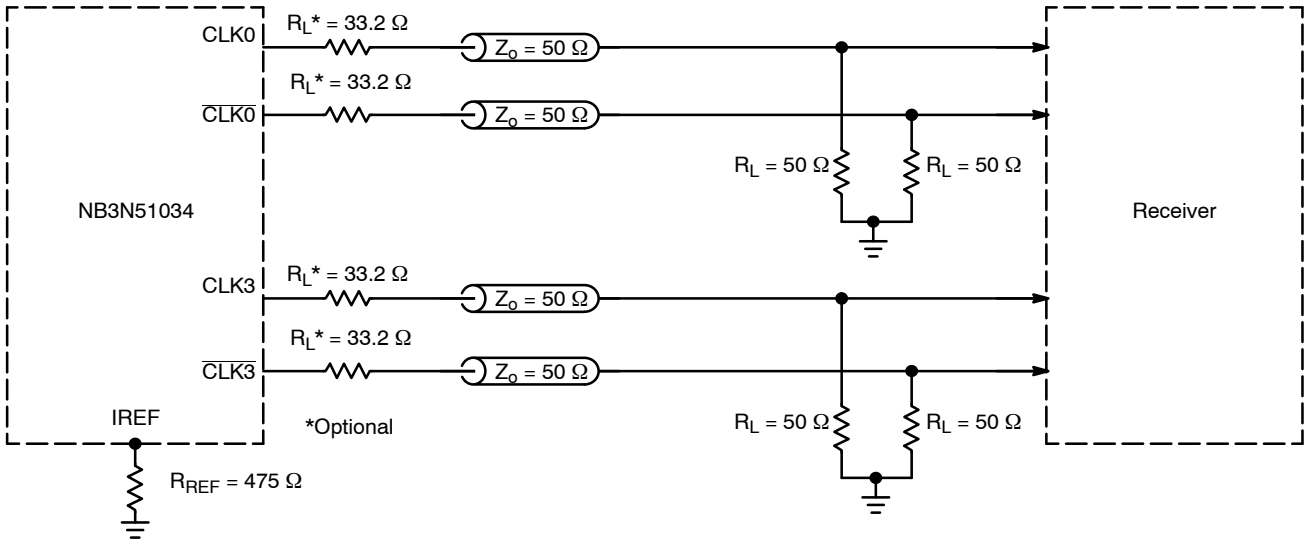
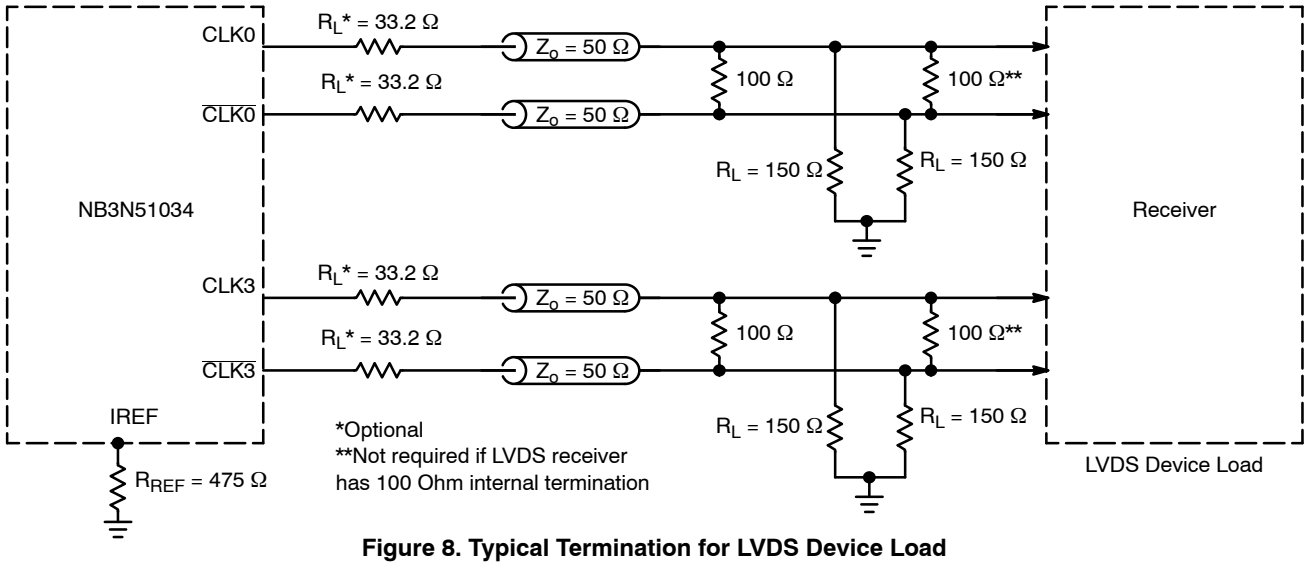

Figure 7. Typical Termination for HCSL Output Driver and Device Evaluation
Figure 8. Typical Termination for LVDS Device Load
4. VDDXD and VDDODA power pins must be shorted to power supply voltage V_{DD} and GNDXD and GNDODA ground pins must be shorted to power supply ground GND. Measurement taken with outputs terminated with R_S = 33.2 Ω, R_L = 50 Ω, with test load capacitance of 2 pF and current biasing resistor set at 475 Ω. See Figure 7. Guaranteed by characterization.
12. VDDXD and VDDODA power pins must be shorted to power supply voltage V_{DD} and GNDXD and GNDODA ground pins must be shorted to power supply ground GND. Measurement taken from differential output on single−ended channel terminated with R_S = 33.2 Ω, R_L = 50 Ω, with test load capacitance of 2 pF and current biasing resistor set at 475 Ω. See Figure 7. Guaranteed by characterization.
19. VDDXD and VDDODA power pins must be shorted to power supply voltage V_{DD} and GNDXD and GNDODA ground pins must be shorted to power supply ground GND. Measurement taken from differential output on single−ended channel terminated with R_S = 33.2 Ω, R_L = 50 Ω, with test load capacitance of 2 pF and current biasing resistor set at 475 Ω. See Figure 7. This parameter is guaranteed by characterization. Not tested in production.
The outputs can be terminated to drive HCSL receiver (see Figure 7) or LVDS receiver (see Figure 8). HCSL output interface requires 49.9 Ω termination resistors to GND for generating the output levels. LVDS output interface may not require the 100 Ω near the LVDS receiver if the receiver has internal 100 Ω termination. An optional series resistor R_L may be connected to reduce the overshoots in case of impedance mismatch.